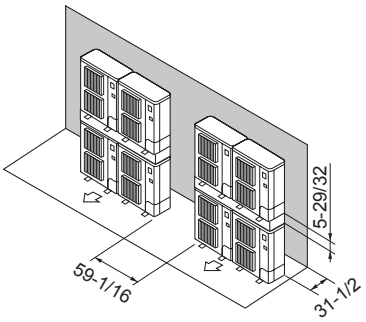

Fig. 2-17
⑦ Disposición de unidad apilada (Fig. 2-17)